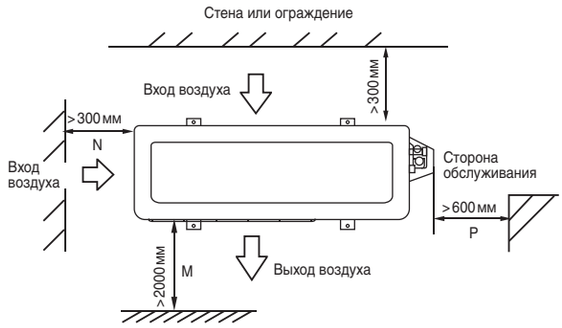

Рис. 5-2
- Минимально допустимые расстояния, указанные на монтажной схеме могут быть неприменимы в ситуации закрытого пространства. Необходимо, чтобы 2 из 3 сторон наружного блока были открыты (свободны от каких-либо преград или конструкций). (Рис. 5-2)